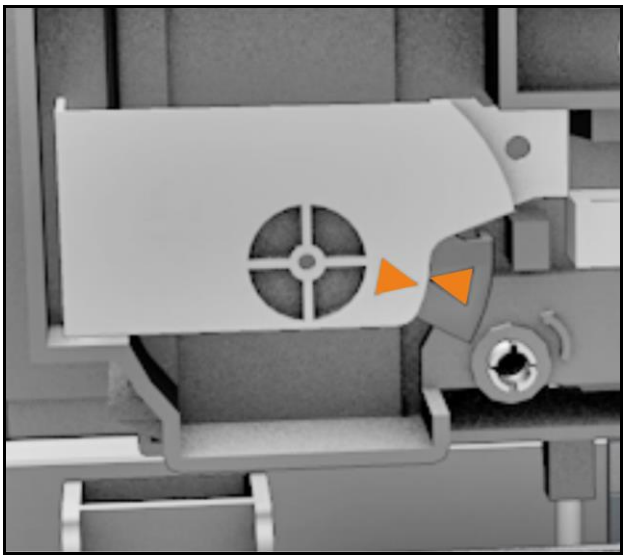

Afbeelding 160 Reinigingseenheid ontgrendeld
6 Draai de printkop (A) via de printkopontgrendeling (B) met een schroevendraaier om 90° naar links in de ontrgrendelingspositie (zie Afbeelding 160).